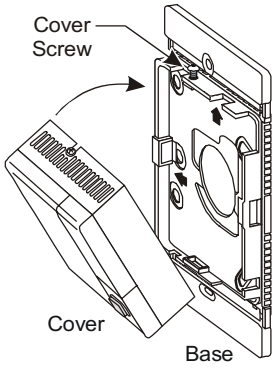

Figure 4: Attaching the Cover to the Base
4. Place the bottom edge of the cover against the bottom lip of the base, and rotate it up onto the base. (See Figure 4.)
7. Place the bottom edge of the cover against the bottom lip of the base, and rotate it up onto the base as shown in Figure 4.